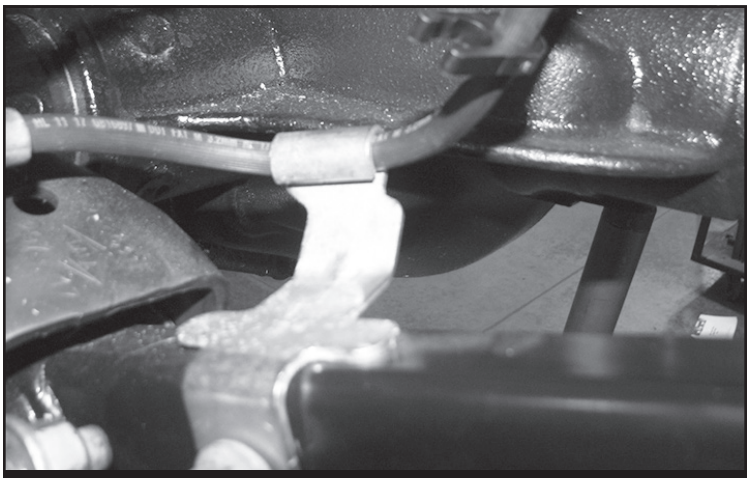

FIGURE 17 - STEP 18
18. Reconnect all brake line brackets with the factory hardware and torque 29 ft-lbs. **NOTE: Bend the lower link arm brake line bracket upward an inch to give the line some relief at full extension. SEE FIGURE 17**